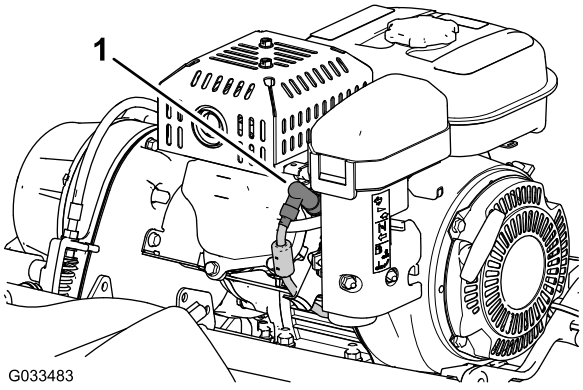

Figuur 2
5. Maak de bougiekabel los van de bougie (Figuur 2).